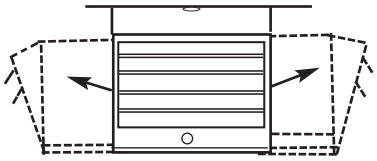

Figura 8
1. Hacer girar la unidad. Si la unidad se hubiera instalado mediante un único tirafondo, como se muestra en la Figura 8, simplemente hágala girar según sea necesario para ajustar la circulación del aire.